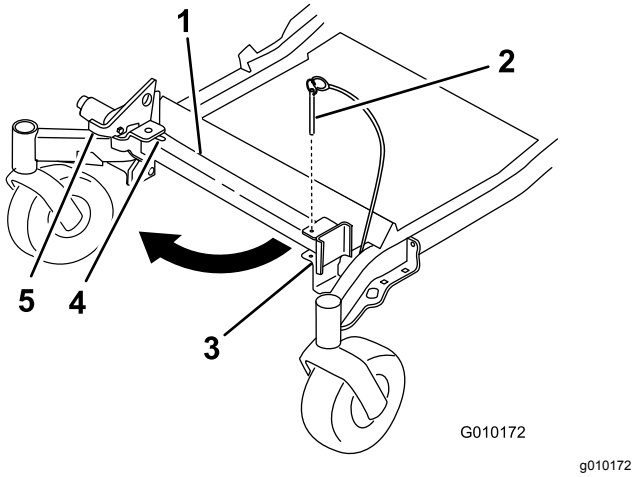
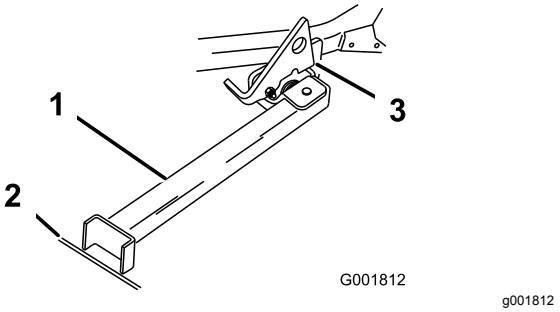

Figur 42
Figur 43
2. Fjern beslagpinden (Figur 42).
4. Sving standens fod ud fortil, og skub den mod maskinen, ind nederst i rillen (Figur 42 og Figur 43).
5. Placer standens fod på jorden, og lad låsen hvile på drejetappen (Figur 43).
Bemærk: Det bedste resultat opnås, hvis standens fod placeres i en revne i fortovet eller i plænen (Figur 43).
7. Kør maskinen op på standen. Stands, når låsen falder over tappen i låst position (Figur 43).
5. Sæt den tilbage til hvileposition (Figur 42).